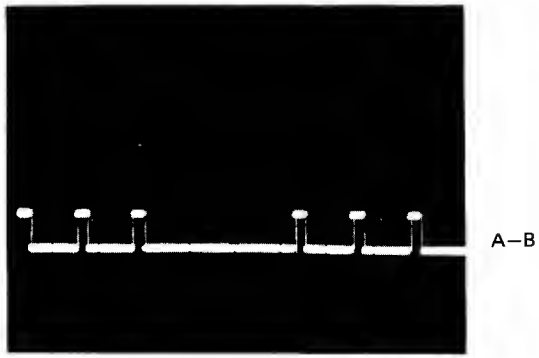

Figure 18. Resultant Display
6. With either channel A or B VOLTS/DIV vernier 56, adjust for minimum deflection in common-mode signal. The resultant display will either subtract all of unwanted component or display desired signal larger than common-mode signal. (See figure 18.)